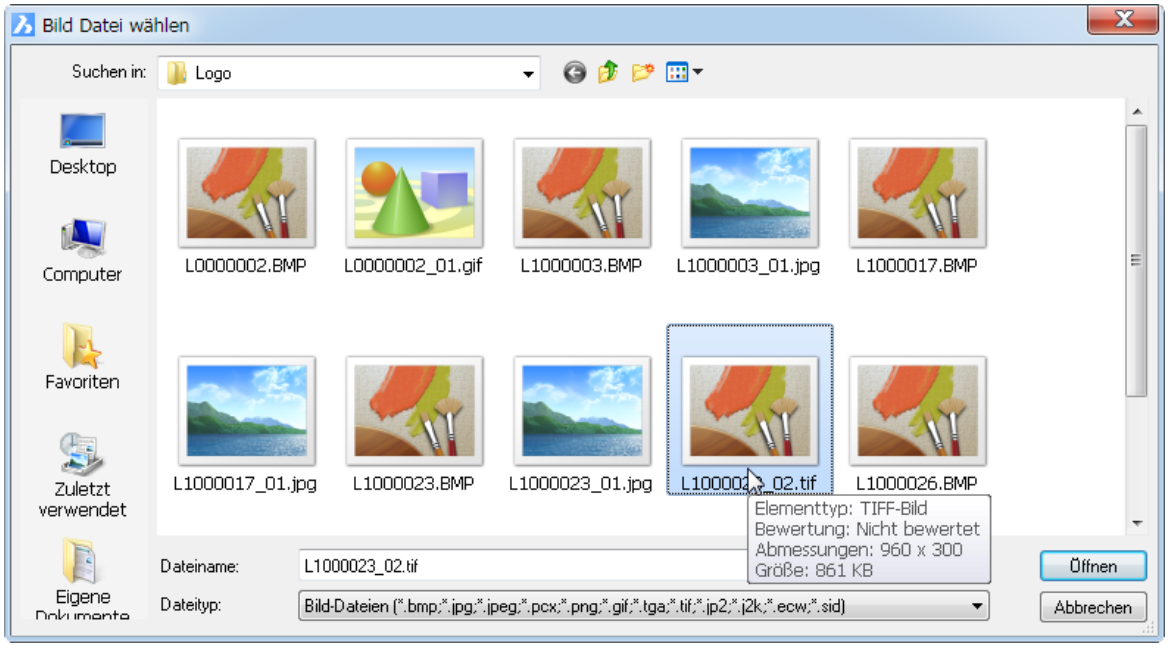

Bild 26.11 – Auswahl der Bilddatei
- Mit der Schaltfläche *Durchsuchen* laden Sie die Bilddatei in die Zeichnung. Dabei können Sie unter einer Vielzahl von Bildformaten wählen. Durch Rechtsklick und Vorschau stellen Sie sicher, dass Sie das richtige Bild gewählt haben (Abb. 26.11).